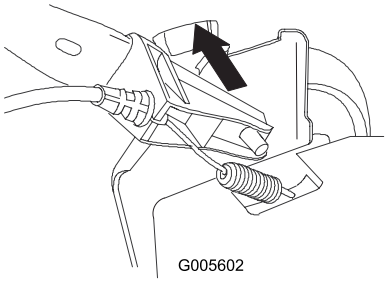

Figur 4
2. Montera den vänstra, nedre handtagsänden och kabelförankringen på tappen på vänster handtagsfäste (Figur 4).
Obs: Använd det översta hålet på handtaget (Figur 4).